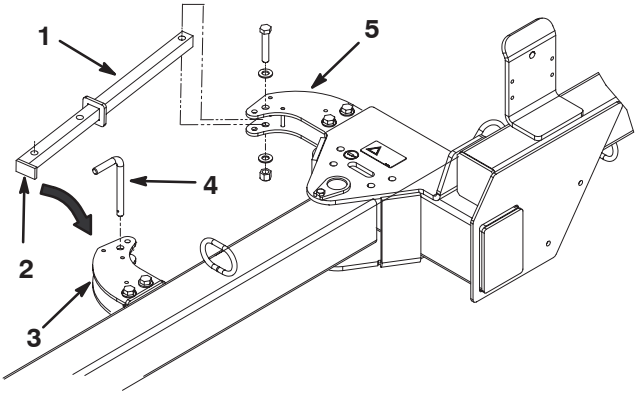

Bild 4
2. Setzen Sie die geschweißte Lasche des Aktuatorarms zwischen die geschweißten Stifte in der vorderen Aktuatorlasche ein (Bild 4).
3. Sicheren Sie den Aktuatorarm mit einem Kupplungsstift an der vorderen Aktuatorlasche (Bild 4).
4. Setzen Sie das hintere Ende des Aktuatorarm in die hintere Aktuatorlasche ein und richten Sie gleichzeitig die Befestigungslöcher aus (Bild 4).
5. Befestigen Sie den Aktuatorarm mit einer Kopfschrauben (1/2–13 x 2–3/4 Zoll), zwei flachen Scheiben (0,531 x 0,063) und einer Sicherungsmutter (1/2–13) an der Aktuatorlasche. Platzieren Sie die Bestandteile, wie in Bild 4 dargestellt.